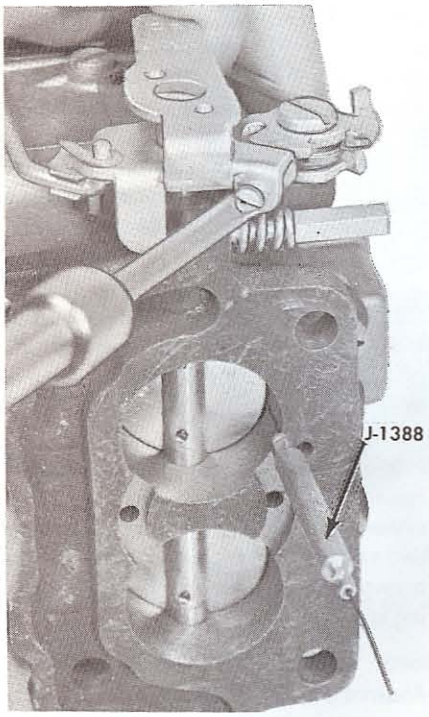

FIGURE 57 — Fast Idle Adjustment — Step 2
STEP 2: With choke valve tightly closed, tighten fast idle adjusting screw until there is .020" (Gauge J-1388) opening between throttle valve and bore of carburetor (side opposite idle port) (Fig. 57). Be sure fast idle adjusting screw is on high step of cam while making this adjustment.